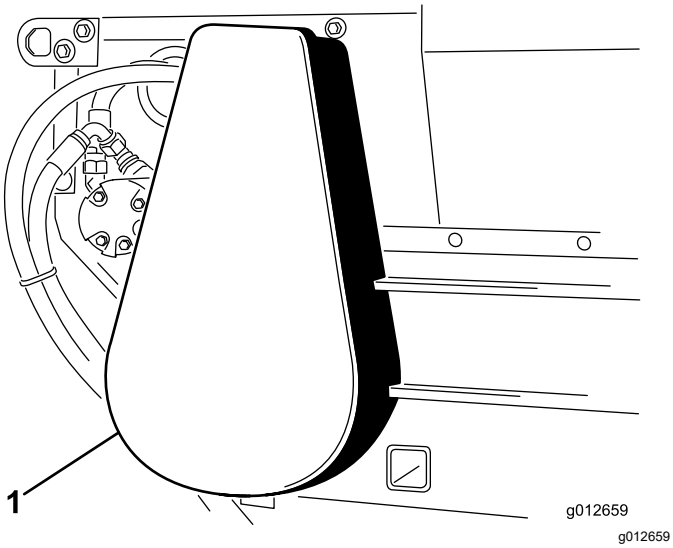

**Figuur 28**
1. Verwijder het kettingdeksel (Figuur 28).